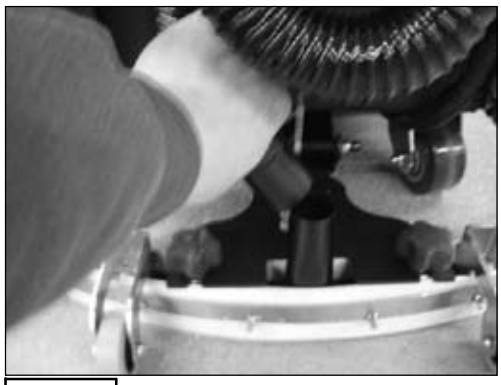

FIGURE 8.
3. TIGHTEN THE TWO KNOBS, AND CONNECT VACUUM HOSE FROM THE MACHINE TO THE SQUEEGEE. *(SEE FIGURE 8.)*